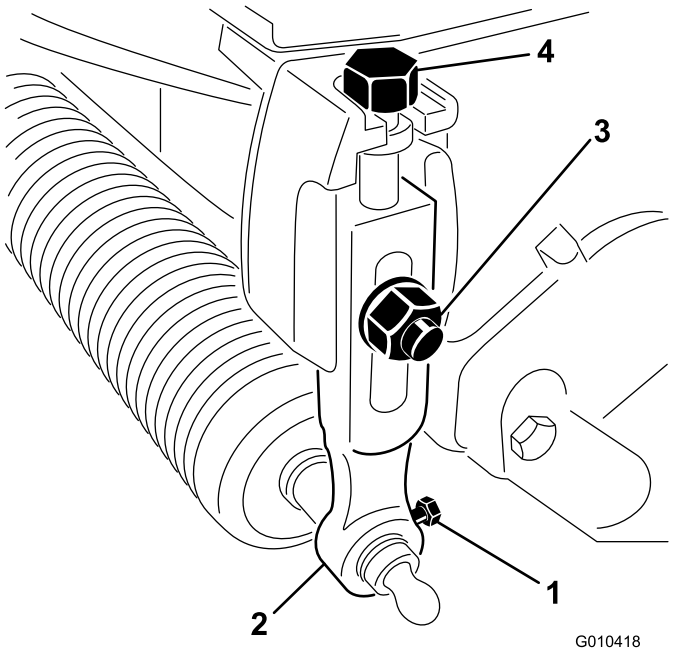

Bild 1
2. Lockern Sie die Schrauben, mit denen jedes Ende der Frontrolle an den Schnitthöhenarmen befestigt ist (Bild 1).
3. Entfernen Sie die Schlossschrauben, Scheiben und Sicherungsmuttern, mit denen die Schnitthöhenarme an jeder Schneideinheit befestigt sind; nehmen Sie die Schnitthöhenarme und die Rolle ab (Bild 1).
4. Entfernen Sie die Einstellschrauben für die Schnitthöhe von den Schnitthöhenarmen (Bild 1).